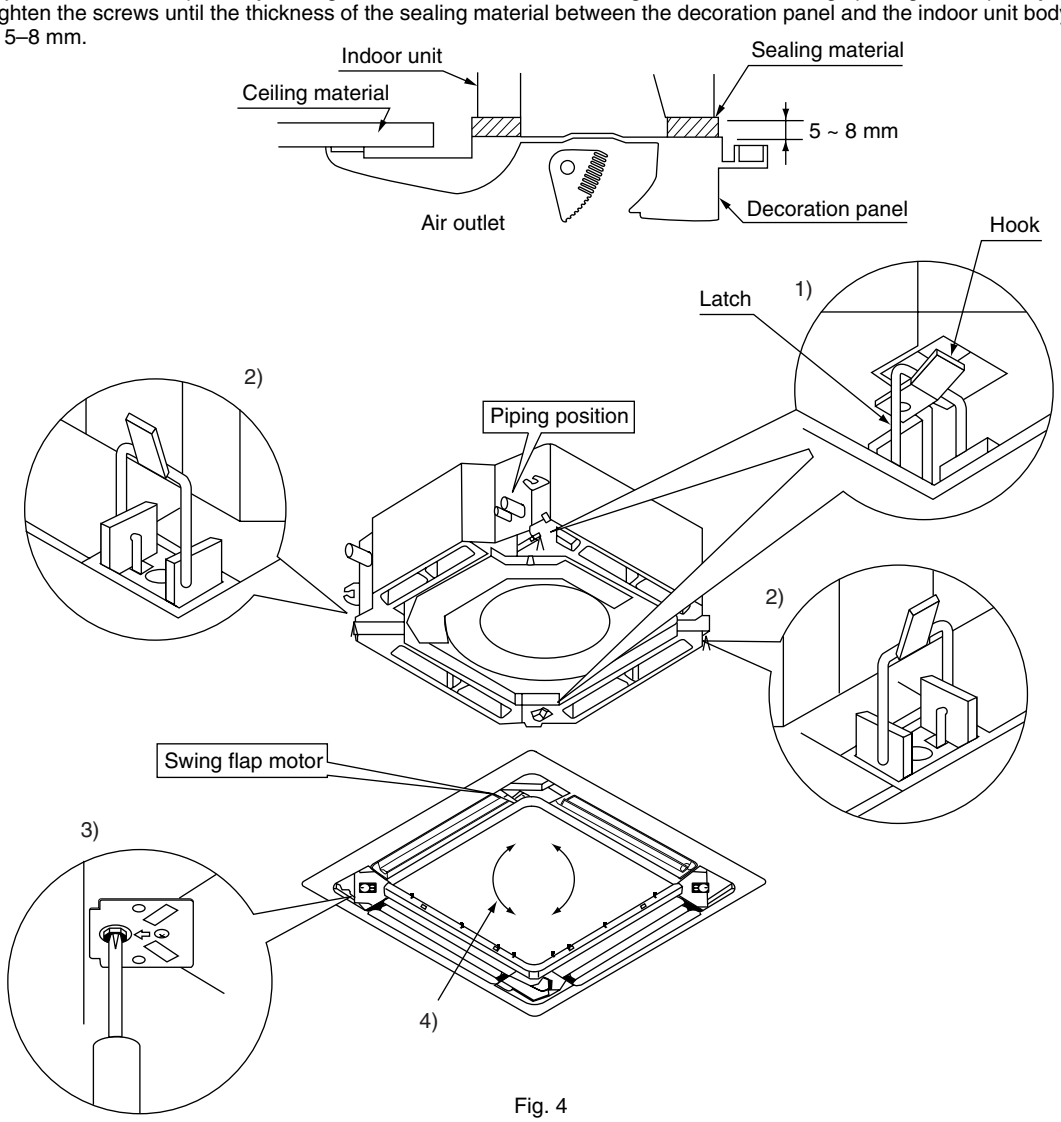

Fig. 4
(1) Set the decoration panel to the indoor unit body by matching the position of the swing flap motor of the decoration panel to the piping position of the indoor unit as shown in Fig. 4.
(2) Install the decoration panel.
4) Adjust the decoration panel by turning it to the arrowed direction in Fig. 4 so that the ceiling opening is completely covered.